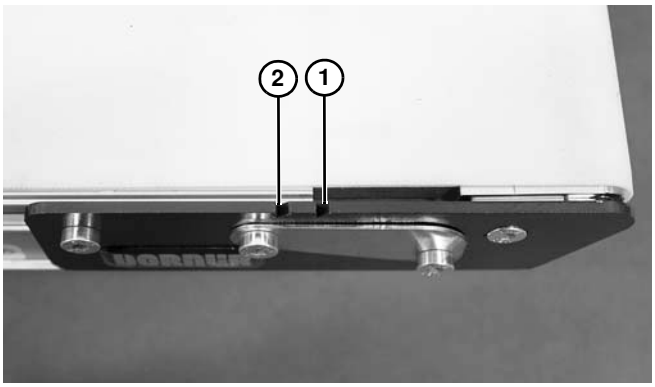

Figure 58
2. Régler l'ensemble de plaque de tête de façon que le châssis du convoyeur soit aligné avec ou entre les marques de mise en tension **(Figure 58, élément 1 et 2)**. Remplacer la bande si la tension correcte ne peut pas être obtenue lors de l'alignement de l'extrémité du châssis du convoyeur avec ou entre les marques. Voir REMARQUE.